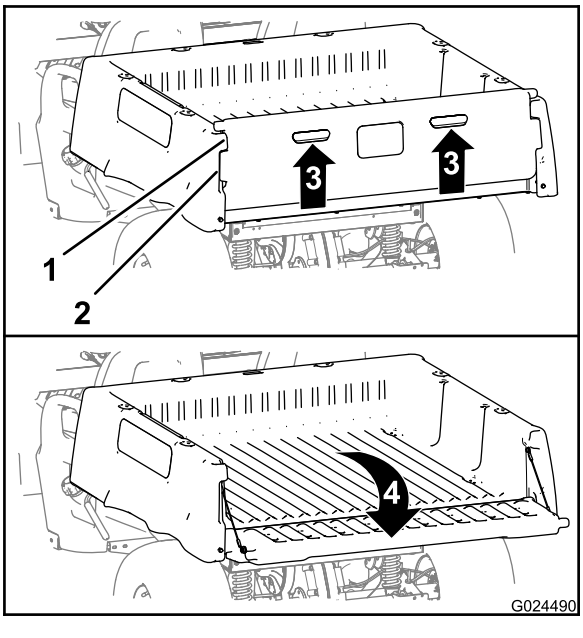

Figur 14
2. Løft ved å bruke løftegrepene på ryggpanelet til baklemmen (Figur 14).
3. Juster låseflensene til baklemmen med åpningene mellom lasteplanets baklemflenser (Figur 14).
4. Roter baklemmen bakover og ned (Figur 14).
6. Vri baklemmen opp og ned til låseflensene til baklemmen er justert på linje med baklemlommen i lasteplanet (Figur 14).
7. Senk baklemmen til den sitter ordentlig bak på lasteplanet (Figur 14).